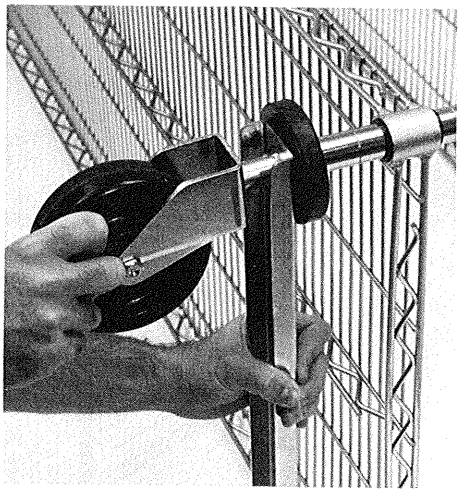

FIG. 3
6. Take a caster channel with the legs pointing downward and center it over the two posts at each end of the unit. Insert the stem of a caster through the caster channel and into the post. Be certain that the caster horn is facing inward (Fig. 3).